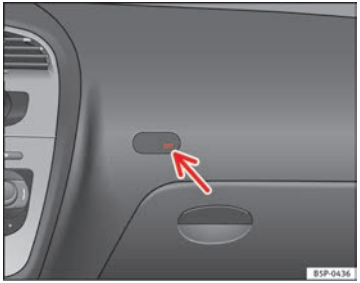

**Fig. 27 Control lamp for deactivated front passenger airbag in centre console**
– Check that the control lamp, “OFF”, on the instrument panel ⇒ Fig. 27 remains lit when the ignition is switched on ⇒ ⚠.
– Check that the control lamp on the instrument panel ⇒ Fig. 27 *does not* light up when the ignition is switched on ⇒ ⚠.